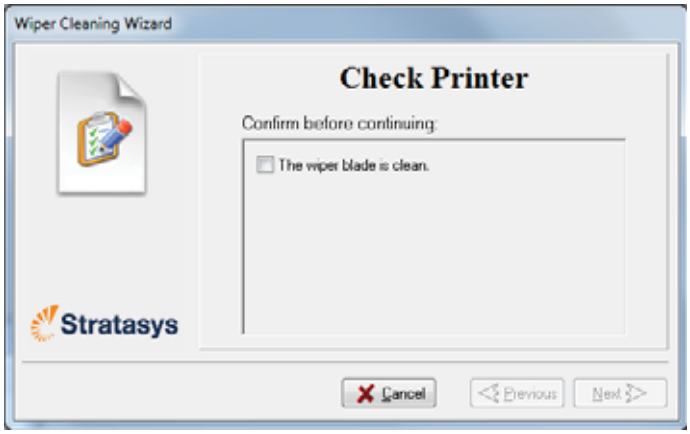

Figure 6-24: Wiper Cleaning wizard during steps 6–10
10. In the wizard screen (see figure 6-24), confirm that the wiper blade is clean, and click Next.